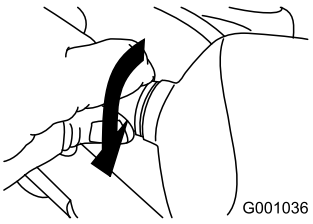

Рисунок 59
5. Поворачивайте цоколь лампы по часовой стрелке до тех пор, пока лампа не будет надежно ввернута(Рисунок 59).